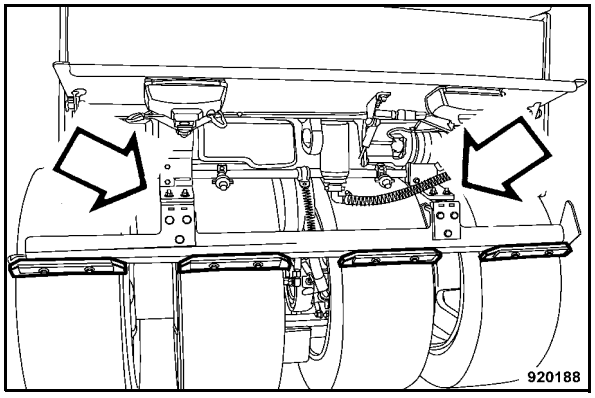

Fig. 152
- Open the rear flap, check the scrapers, replace if ncessary (Fig. 152).